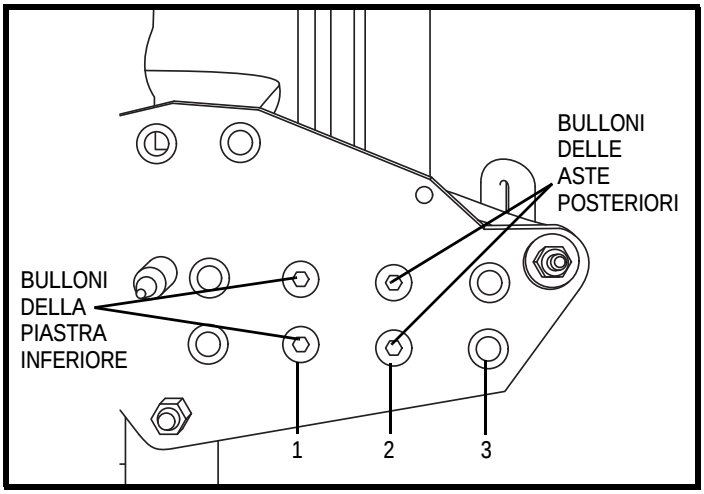

Figura 27. Regolazione dell'asta posteriore del Kids FAST
Per ottenere una profondità del sedile adeguata, può essere necessario regolare la posizione delle aste posteriori. **Vedere la figura 27.**
3. Usando una chiave esagonale da 5/32 pollici, rimuovere i bulloni dalla piastra inferiore delle schienale e i bulloni per l'asta posteriore. Ripetere l'operazione anche sull'altro lato. **Vedere la figura 27.**